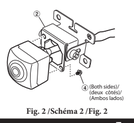

Fig. 2 /Schéma 2 /Fig. 2
2 Attach the camera to the camera mounting bracket ②. Pull the camera cable through to the camera mounting bracket ②, and secure with the Camera mounting screws ③ (see Fig. 2).